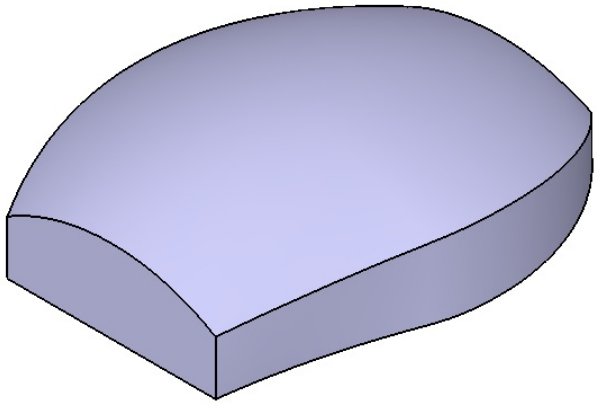

Figure 9-87 *Base feature of the model*
6. Choose the **OK** button from the **Multi-Sections Solid Definition** dialog box. The model after creating the base feature is shown in Figure 9-87.